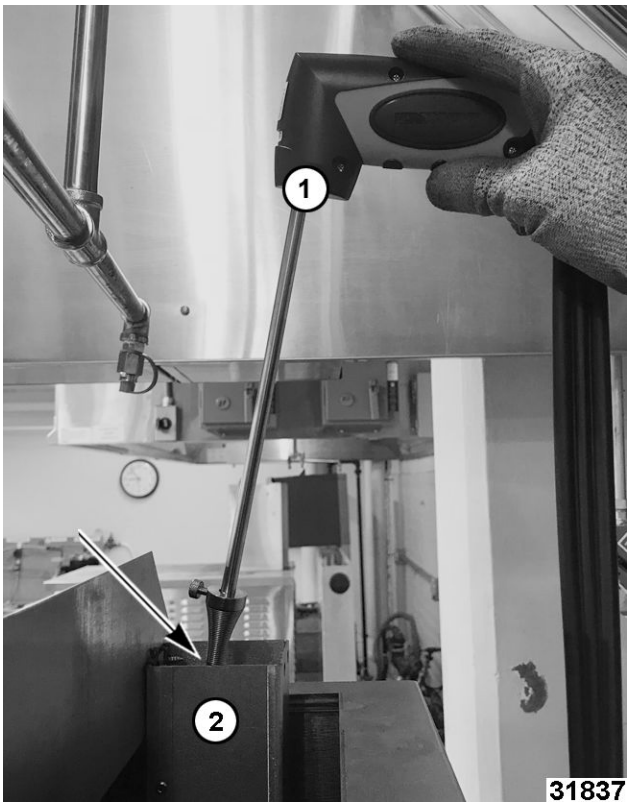

**Fig. 53**
C. Insert analyzer (1, Fig. 53) into exhaust flue (2, Fig. 53) as shown.